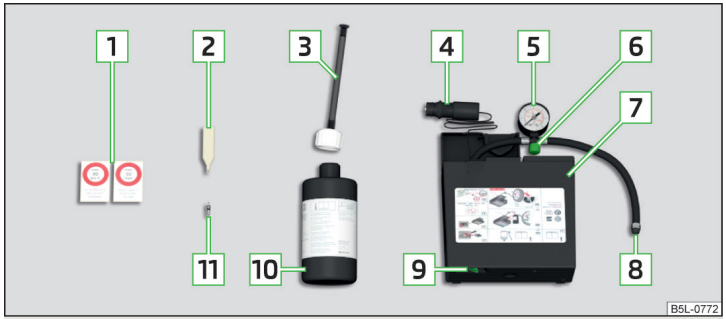

Fig. 154 **Description of the breakdown kit**
- Insert the valve remover 2 » Fig. 154 *on page 138* on the valve insert, so that the valve insert fits into the slot of the valve remover.
- Forcefully shake bottle 10 » Fig. 154 *on page 138* several times.
- Screw the tyre inflation hose 8 » Fig. 154 *on page 138* firmly onto the tyre valve.
› Stick the sticker [1] » Fig. 154 *on page 138* on the dash panel in the driver's field of view.